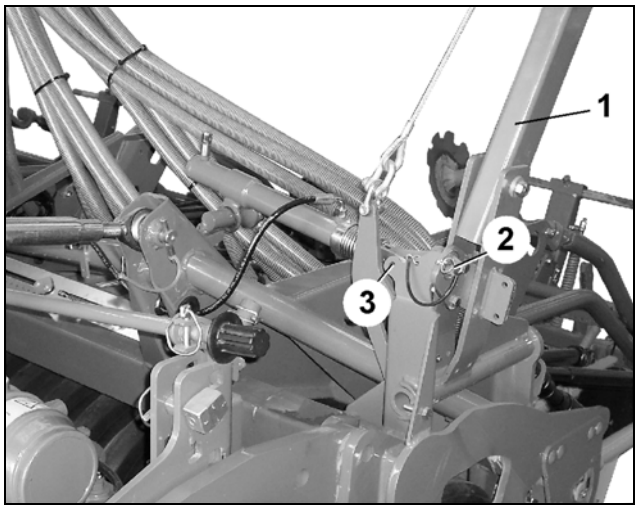

図 111
- トラックマーカーのサイドアーム（図 111/1）を押さえて、リンチピン（図 111/2）（輸送に必要）を取り外します。
- リンチピンは使用しない場合、ラッチ（図 111/3）に差し込んでください。
☞ リンチピン（図 111/2）の除去後、トラックマーカーのサイドアームは横に少し傾きます。